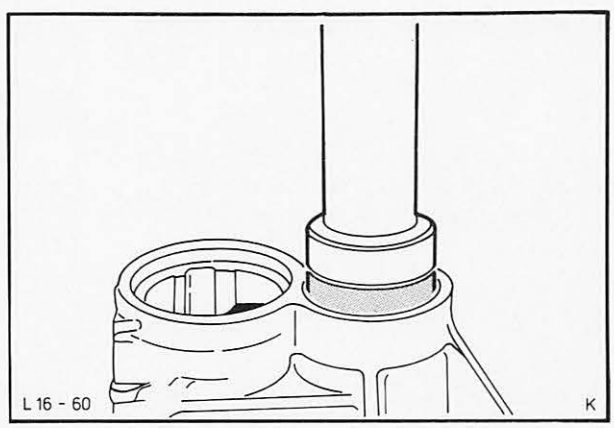

Abb. 75 Radialdichtring mit Spezialwerkzeug 16-016 einbauen
53. Radialdichtring – Getriebeverlängerung mit Mehrzweckfett einstreichen und Dichtring mit Spezialwerkzeug 16-016 einbauen, Abb. 75.